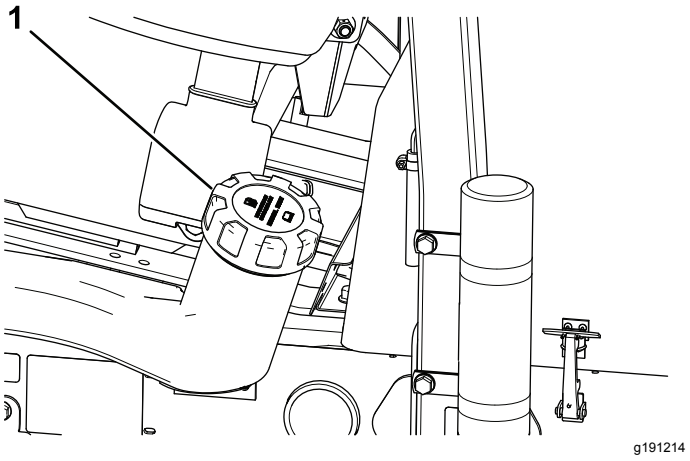

Figuur 38
1. Maak de omgeving van de dop van de brandstoftank schoon (Figuur 38).